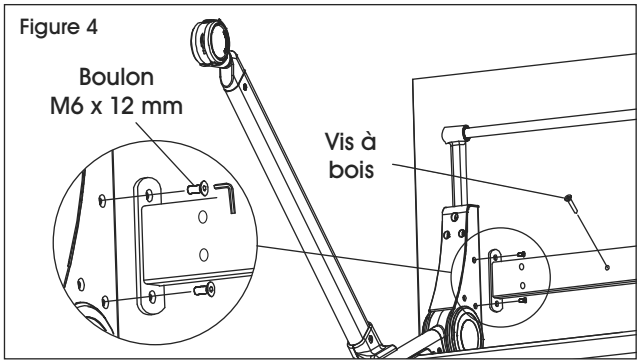

Figure 4
5. Reliez la barre transversale carrée en métal (4) au méchanisme supérieur du pied à l'aide de deux boulons M6 x 12 mm (11) et de la clé Allen. Répétez l'opération pour l'autre pied. Utilisez deux vis à bois de 3/16 x 1 ¼ po (12) pour fixer le milieu de la barre transversale carrée en métal sur la surface de table. (Voir Figure 4)